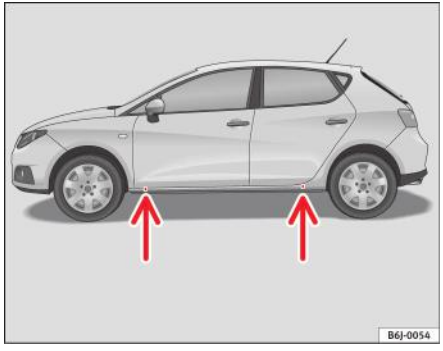

Fig. 126 Puncte de amplasare a cricului
– Localizați punctul de amplasare a cricului, aflat sub pragul uşii corespunzătoare roții ce urmează a fi înlocuită ⇒ pagina 214, fig. 126.
Punctele de amplasare a cricului sunt marcate prin canalele aflate în fața şi în spatele pragurilor uşilor ⇒ pagina 214, fig. 126. Există doar un punct de amplasare a cricului pentru fiecare roată. Nu amplasați cricul în alte puncte.